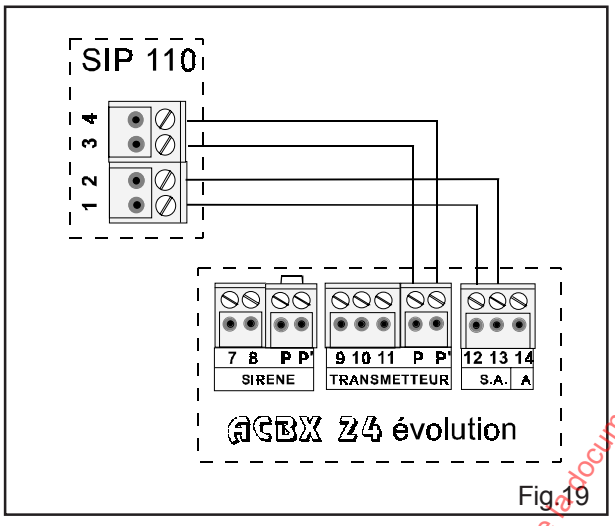

Fig.19
- Exemple de raccordement d'une sirène non autoalimentée type SIP 110 (code 10271) fig.19.